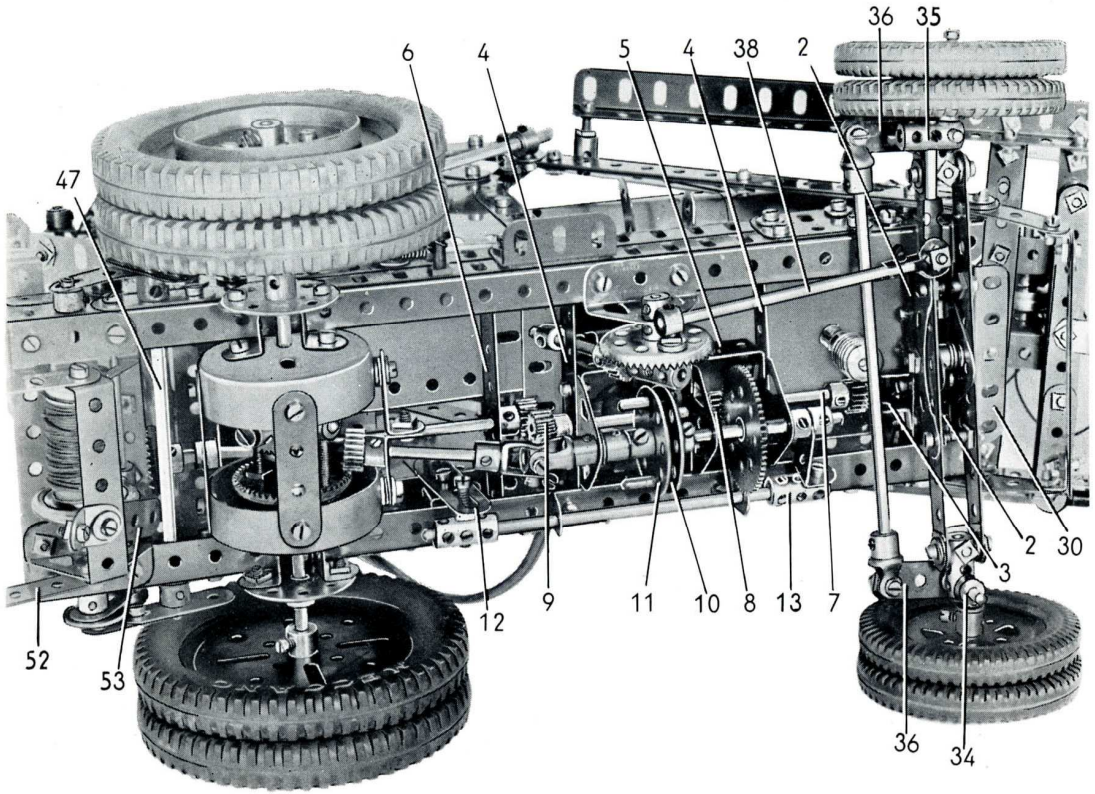

FIG. 2. *La benne automobile vue de dessous, on aperçoit clairement le train d'engrenages et le mécanisme.*
Détails du châssis (Fig. 2, 4, 5 et 8)
Chaque longeron est formé par deux cornières de 25 trous réunies l'une à l'autre par deux poutrelles plates de 3 trous. Les longerons sont réunis à l'arrière par une bande coudée de 115×12 mm. (1) (fig. 4) et à l'avant par deux bandes coudées de 90×12 mm. (2) (fig. 2 et 5). Un cavalier (3) est boulonné sur l'une des bandes coudées (2).
Une embase triangulée plate est fixée sur la bande coudée de 38×12 mm., et une autre est boulonnée également sur chacune des bandes coudées (4). Deux bandes coudées de 90×12 mm. (6) (fig. 2 et 8) sont fixées au travers du châssis.
Le train d'engrenages (Fig. 2, 4 et 5)
Une vis sans fin montée sur l'arbre du moteur entraîne un pignon de 19 dents monté sur une tringle de 11,5 cm. (7). Cette tringle passe dans le cavalier (3) et dans les bandes coudées (4), et elle porte un pignon de 15 dents (8) et un de 19 dents (9) (fig. 2). Une roue de 60 dents et une roue barillet (10) sont fixées sur une tringle de 6 cm. qui passe dans deux des embases triangulées plates. La roue barillet porte deux chevilles filetées qui viennent s'engager dans les trous d'une seconde roue barillet (11) fixée sur une tringle de 4 cm. montée dans un bras de manivelle. Ce dernier est boulonné sur l'embase triangulée plate fixée sur la bande coudée arrière (4), et la tringle de 4 cm. est tenue en place par un accouplement universel.
L'essieu arrière et le différentiel (Fig. 2 et 3)
Construction de la cabine (Fig. 2, 4, 7 et 8)